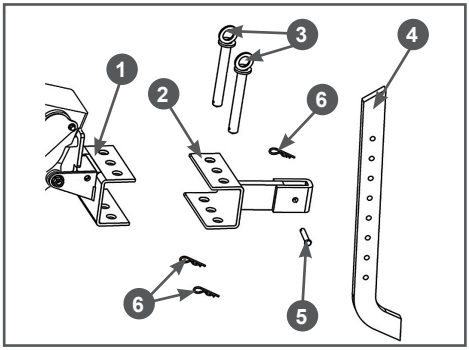

Рис. 11 Установка сошника
3. Установите в кронштейн 1 рамы мотоблока кронштейн 2 сошника (Рис. 11). Совместите отверстия в кронштейнах рамы и сошника и вставьте пальцы 3. Зафиксируйте пальцы 3 шплинтами 6 (Рис. 11).
4. Установите сошник 4 в кронштейн 2 сошника (Рис. 11). Вставьте сошник между пластинами кронштейна, совместите нужное отверстие в сошнике с отверстием в кронштейне и вставьте палец 5 крепления сошника (Рис. 11). Зафиксируйте палец шплинтом 6 (Рис. 11).